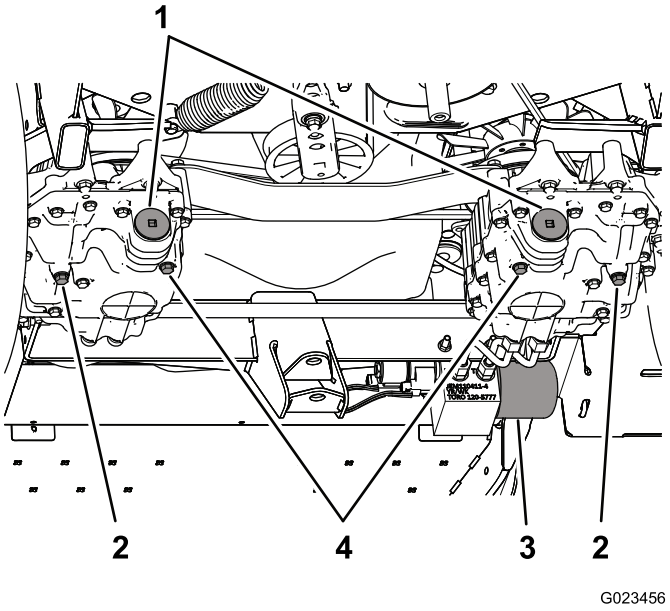

Figuur 70
4. Verwijder de aftapplug aan de kant van de pomp en de aftapplug aan de tandwielzijde (Figuur 70) en laat alle olie weglekken.